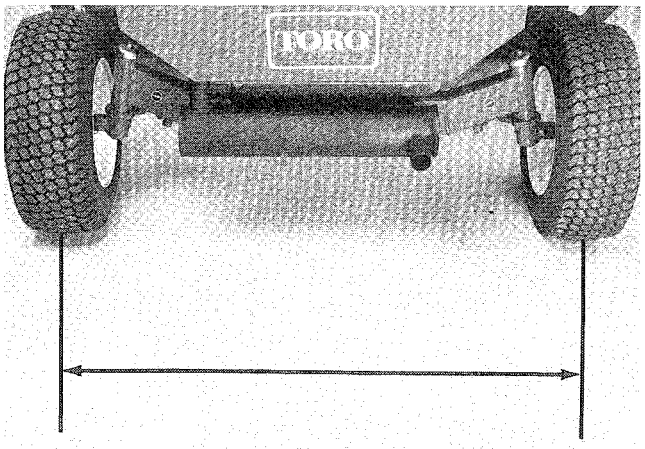

Figure 44
1. Measure center–to–center distance (at axle height) at front and rear of steering tires (Fig. 44). Front measurement must be 1/8 in. less than rear measurement.